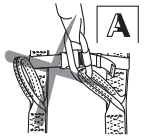

Рис. 3
3. МАРКИРОВКА (рис. 3)
Присоединение соединительно-амортизирующей подсистемы к страховочной привязи работника осуществляется за точку крепления, имеющую маркировку «А». Обозначения типа «А/2» или половина буквы «А» означают необходимость соединения одновременно двух так же обозначенных элементов. Запрещается присоединять соединительно-амортизирующую подсистему к одиночной точке крепления, обозначенной «А/2» или половиной буквы «А» (рис. 3)